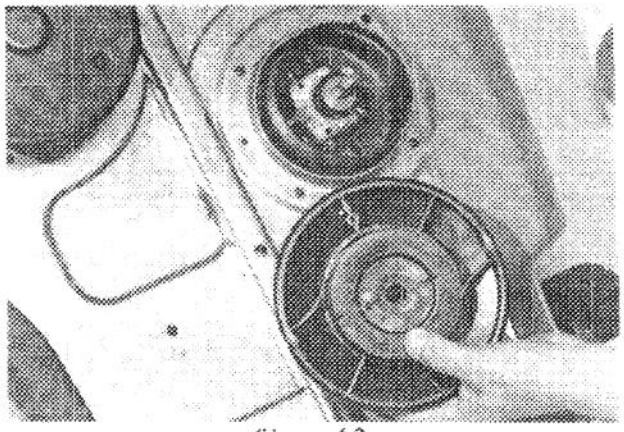

Figure 13
4. Slip entire drum assembly (Fig. 13) off motor shaft and discard empty spool.